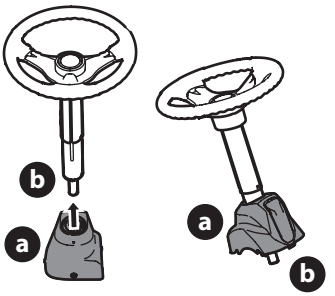

Figura 1
1. Deslice la tapa del pedestal (a) sobre el eje de la dirección (b) de manera que dicho eje (b) se instale en el montable, la tapa del pedestal (a) quedará vertical (Figura 1).